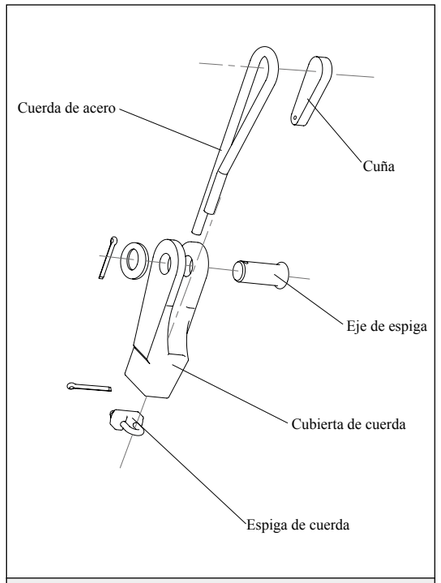

Figura 5-16 Figura de desmontar la cubierta de cuerda
4. Desmonta la cubierta de cuerda (ve la figura 5-16)